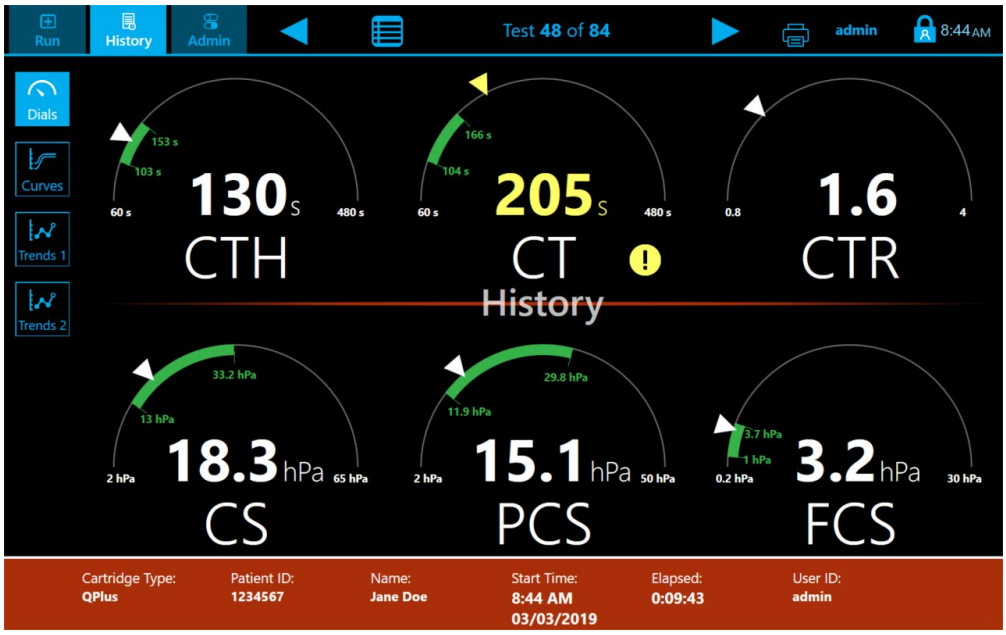

Figure 34. Case #1
- In the case that CT is prolonged (above the upper end of the Reference Range) but CTH is within the Reference Range resulting in a CTR that is greater than 1.4, suggests the possible influence of heparin in sample (example shown in Figure 34).